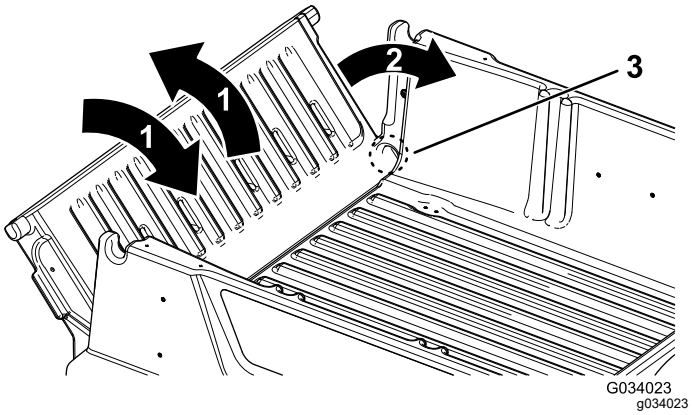

Figur 14
2. Drej bagklappen til en position på cirka 45° (Figur 14).
3. Drej bagklappen frem og tilbage flere gange med en kort, vibrerende bevægelse (Figur 14).